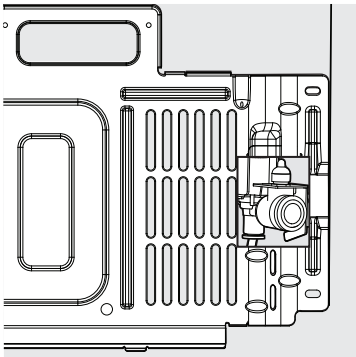

Figure 14
17. Reinstall the access cover by hooking cover onto the bottom flange of the cabinet, and then tilt the cover upward to align with the screw locations on the cabinet. Install the screws starting with the 2 on the left side, then the right side , finish with the center screws. See Figure 14.